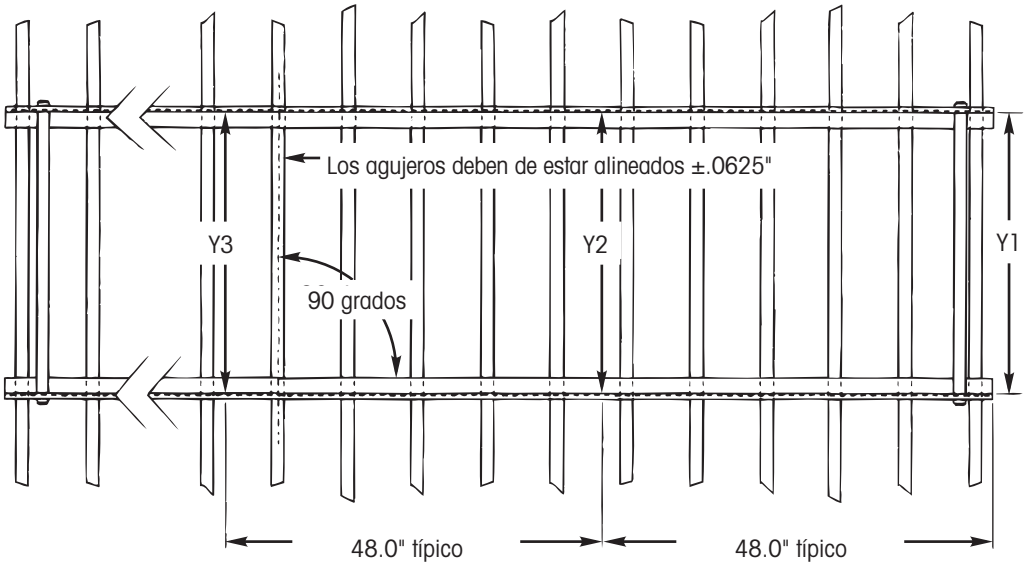

Figura 74. Mediciones de espaciamiento
2. Utilizando una regla flexible, mida el espaciamiento de agujeros del riel (Figura 74, dimensión X1).
8. Empezando con la ubicación más hacia atrás de los rieles, inspeccione la medición del ancho aproximadamente cada 48 pulgadas (Figura 74). El valor de Y1, Y2 y Y3 viene del ancho del cuadro deslizable independientemente si las lainas están o no presentes (Figura 72). Ajuste según se requiera y suelde completamente los rieles del deslizable a los travesaños del remolque, como se describe en la sección de PROCEDIMIENTO DE SOLDADURA DEL DESLIZABLE HK en la página 53 (Figura 79) y parámetros de soldadura en la página 21.